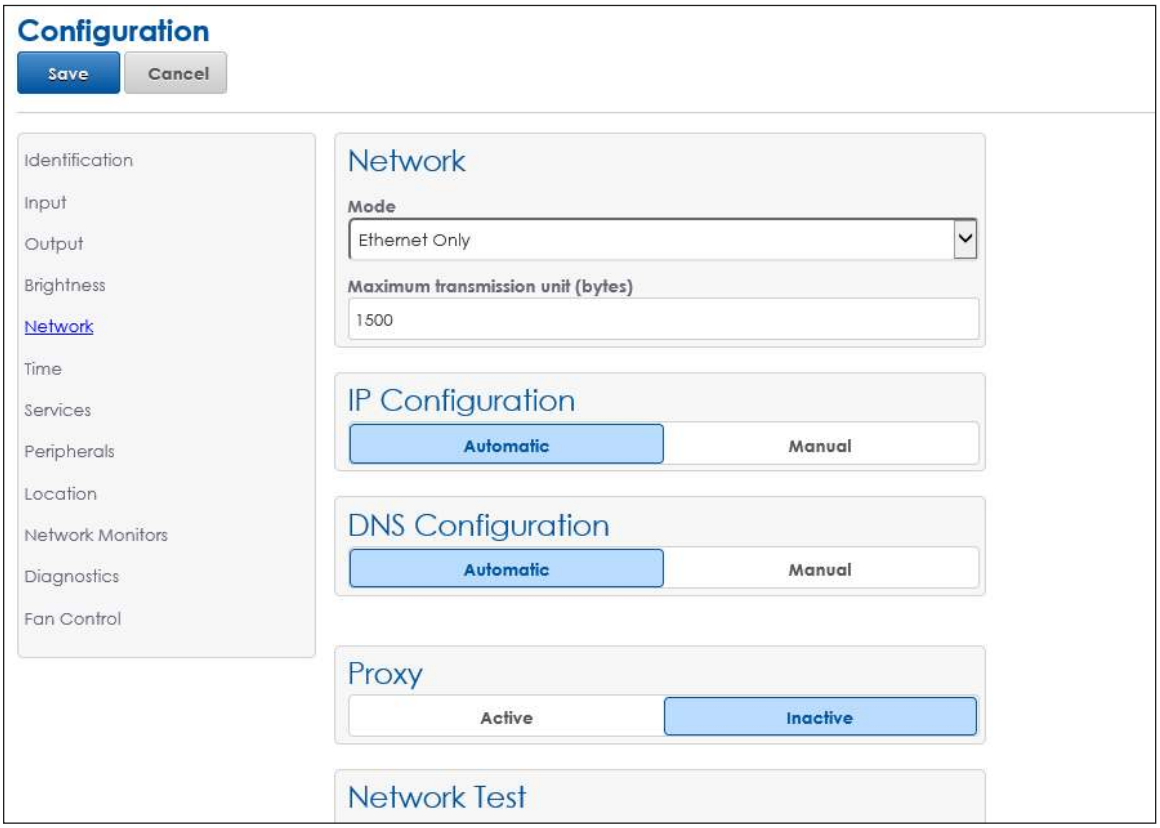

Figure 34: *Configuration - Network*
Network sets the network configuration for the processor and tests the network connection. Configure both the Internet Protocol (IP) address and the Domain Name Server (DNS) address to communicate with the local area network (LAN). Refer to **Figure 34**.